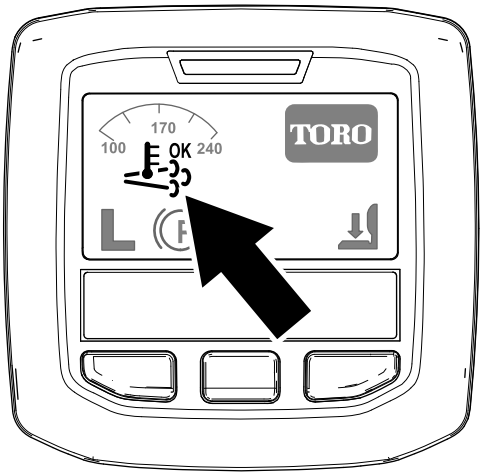

Figur 25
- Ikonet for assister/nulstil-regenerering vises i infocenteret (Figur 25).